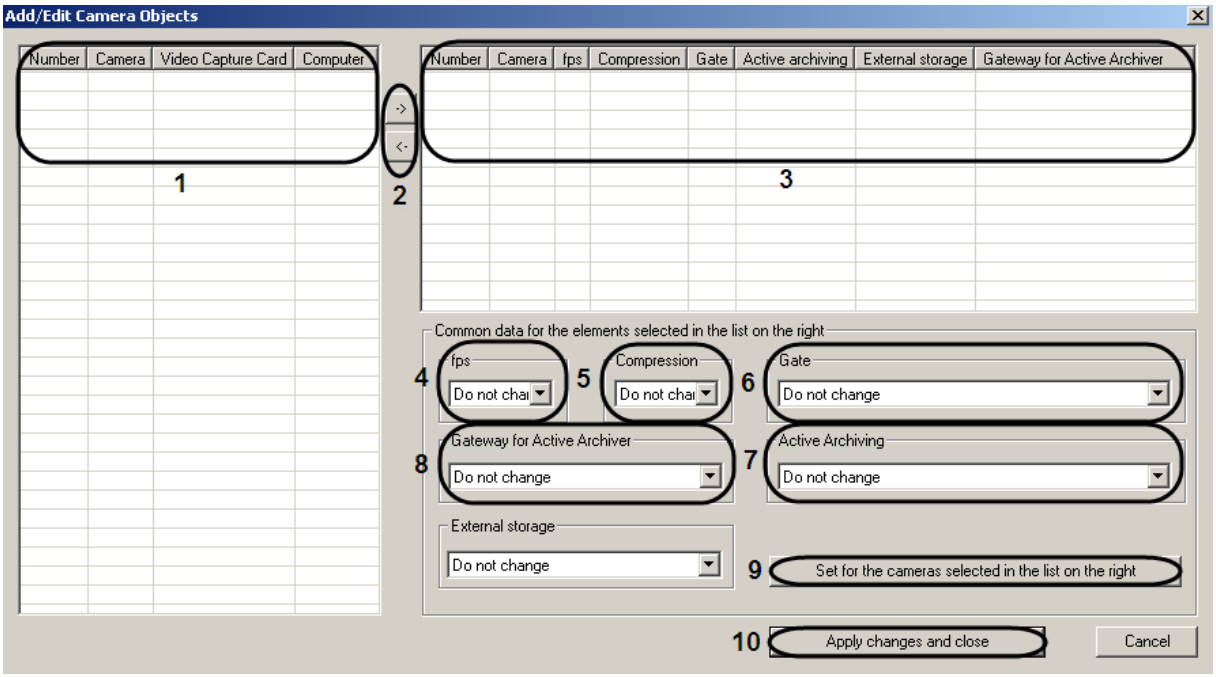

Figure 8.4-44 The "Add/Edit Camera Objects" dialog box
3. As a result the "Add/Edit Camera Objects" dialog box is displayed (Figure 8.4-44).
4. Select the required cameras in the left list of the "Add/Edit Camera Objects" box (Figure 8.4-44, 1).
5. Move the selected cameras to the right list by clicking the button (Figure 8.4-44, 2).
The button is used for inverse action, i.e. for moving the selected video cameras from the right list to the left one (Figure 8.4-44, 2).
6. As a result the selected cameras will be displayed in the list on the right of the the" Add/Edit Camera Objects" box (Figure 8.4-44, 3).
7. If it is necessary select the names of required cameras in the right list for complex editing of their parameters (Figure 8.4-44, 3).
8. If a video signal is to be thinned for transmitting to the "Monitor" of the Client, then select the required frame rate of a video signal in the "fps" drop-down list (Figure 8.4-44, 4).
The "fps", "Compression", "Gate", "Active archiving" and "Gateway for Active Archiver" settings are in the "Common data for the elements selected in the list on the right" group (Figure 8.4-44).
9. If video compression level is to be changed for transmitting to the "Monitor" of the Client, select the required level of video signal compression in the drop-down list of the "Compression" column (Figure 8.4-44, 5). Compression level is increased from "0" (no compression) to "5" (maximum compression).
10. If the "Monitor" is to receive a video archive from the selected cameras via the "Gate" object, then select the name of this object in the "Gate" drop-down list (Figure 8.4-44, 6).
11. If a video archive from the selected camera is to be transmitted to the "Monitor" from the "Active archiving" object, then select the name of this object in the "Active archiving" drop-down list (Figure 8.4-44, 7).
12. If the tansmission from the "Active archiving" object is performed via the "Gate" object, then select the name of this object in the "Gateway for Active Archiver" drop-down list (Figure 8.4-44, 8).
13. To save the set parameters, click the “Save for the cameras selected in the list on the right” button (Figure 8.4-44, 9).
14. As a result set parameters will be displayed in the list on the right of the “Add/Edit Camera Objects” box (Figure 8.4-44, 3).
16. To save all the canges and close the “Add/Edit Camera Objects” box, click the “Apply changes and close” button (Figure 8.4-44, 10).